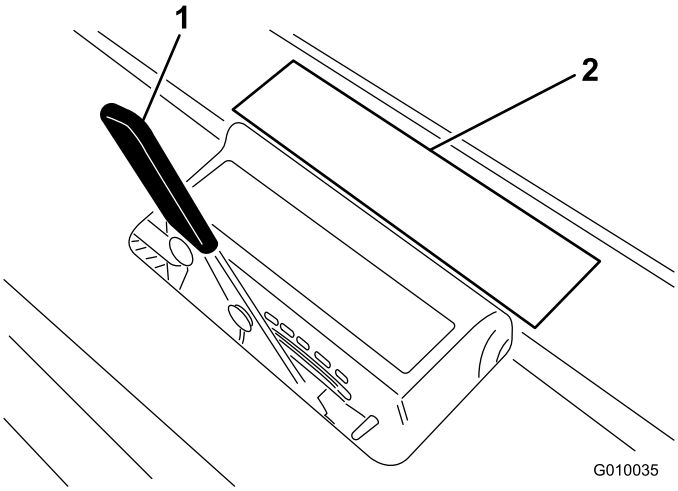

Figur 28
2. Lägg luftarpinnen på dekalen för luftarpinnsdjup (Figur 28) med en ände i höjd med det önskade luftningsdjupet (se luftarpinnsillustrationen på dekalen).